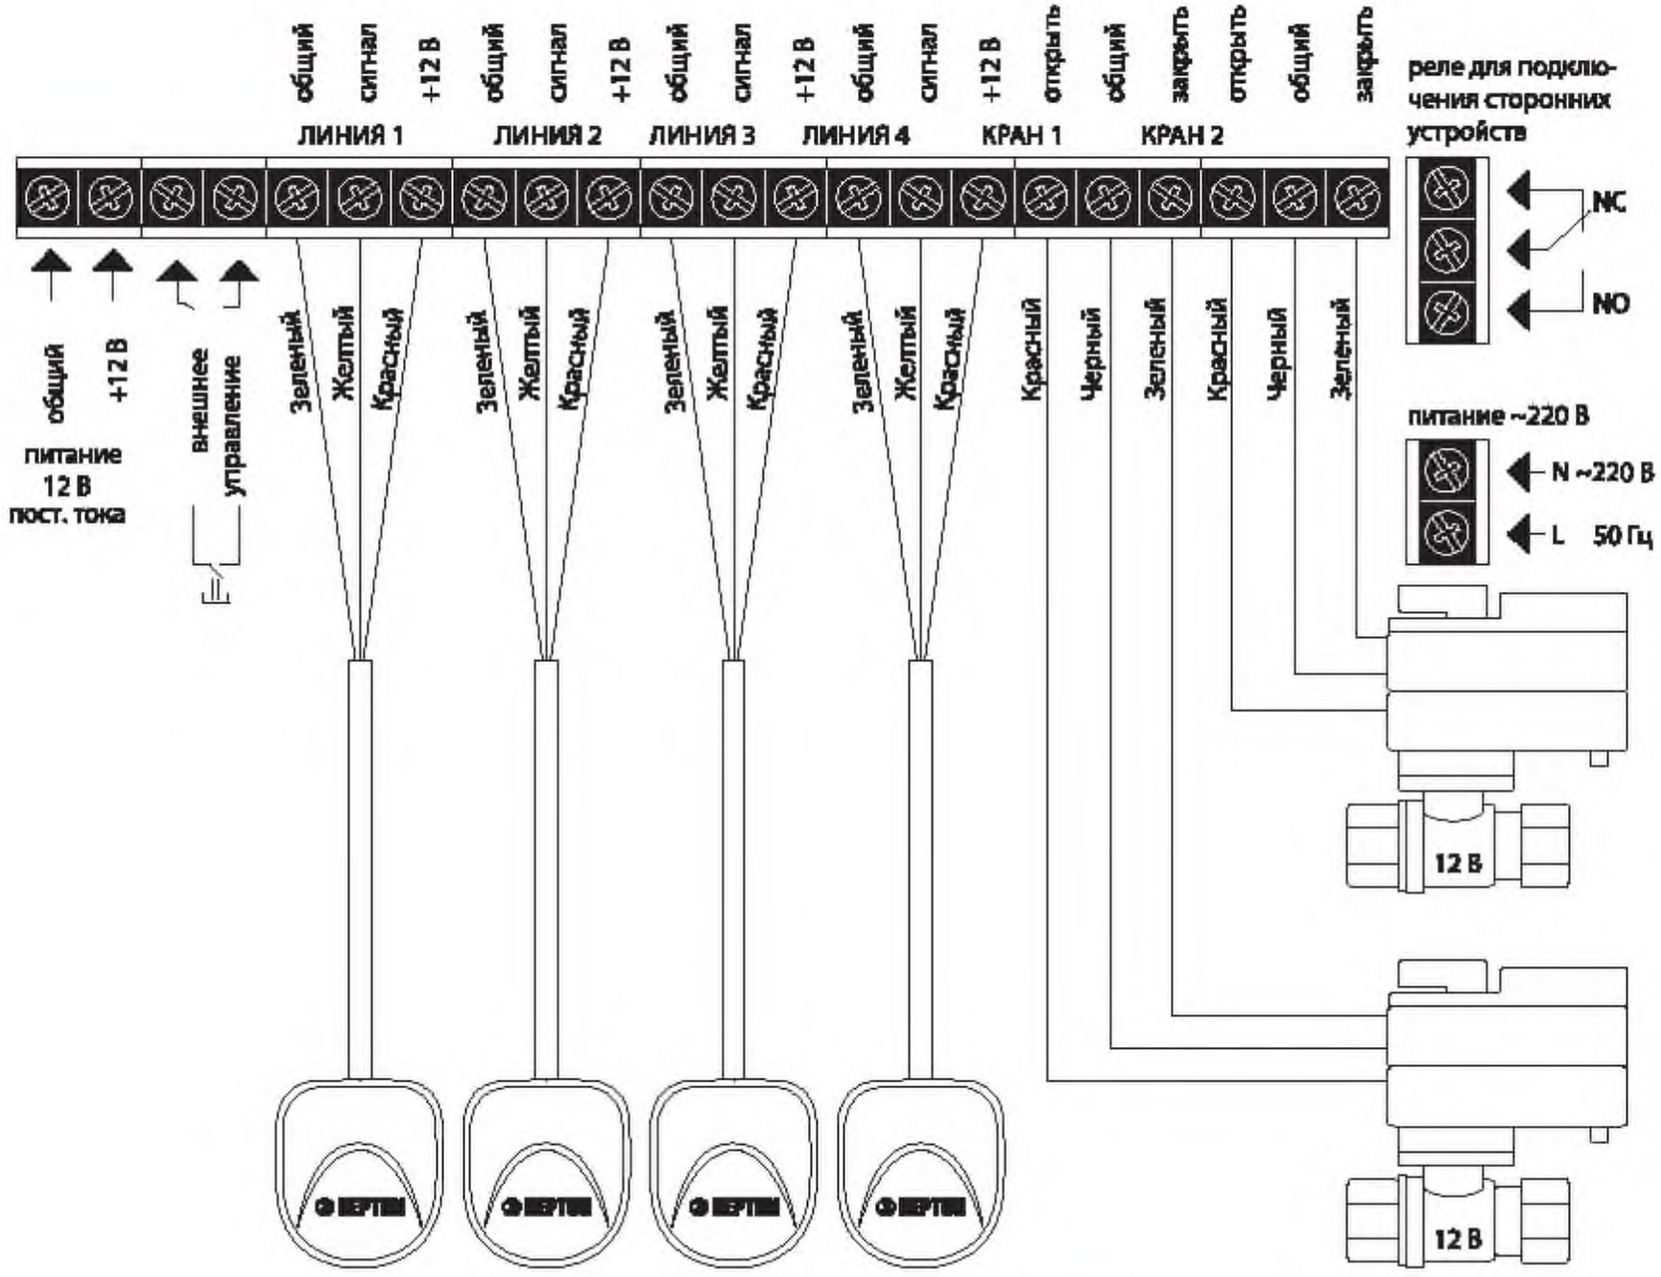

Рис. 3. Схема подключения кранов с электроприводом серии Neptun Bugatti Pro 12В к модулю управления Neptun ProW
Модуль управления Neptun ProW имеет (см. рис. 3 на стр. 16):
- К модулю управления Neptun ProW подвести фазу и ноль согласно схеме подключения (рис. 3), которая изображена на внутренней стороне крышки прибора.
4. Выполните соединение проводов в соответствии со схемой подключения, в зависимости от того, какие шаровые краны с электроприводом вы используете (рис. 3). При необходимости, для ввода проводов в коммутационный отсек удалите пластиковую заглушку, расположенную в нижней части корпуса прибора при помощи отвёртки.